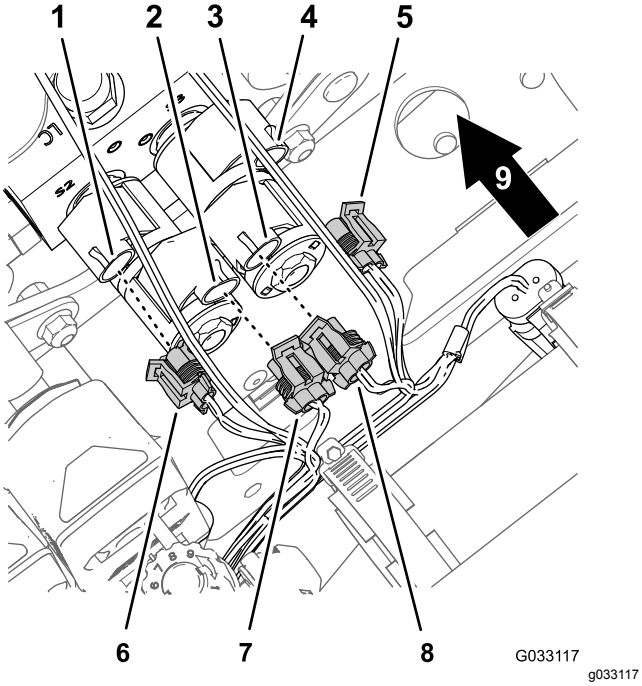

Figur 32
3. Koppla loss kontakterna med två uttag från kablaget för Sonic Booms finputsningssats (Figur 32) från elektromagneternas kontakter med två stift på lyftcylinderns grenrör på följande sätt: